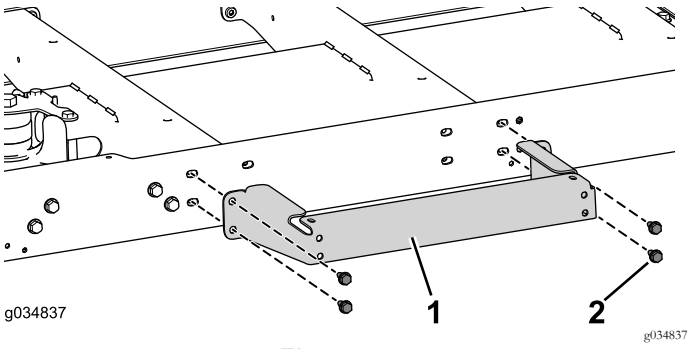

Figura 77
1. Utilizzate i 4 bulloni (5/16" x ¾") per montare, senza serrarlo, il supporto della piattaforma sul canale centrale (Figura 77).